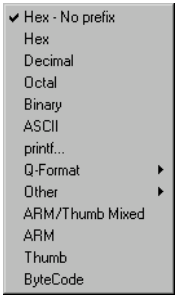

**Figure 5-41 Memory processor view formats**
**Format** Select **Format** from the Memory processor view pop-up menu to display the submenu, shown in Figure 5-41, to set the display format. You can use different settings on each of the four tabbed pages of the view.